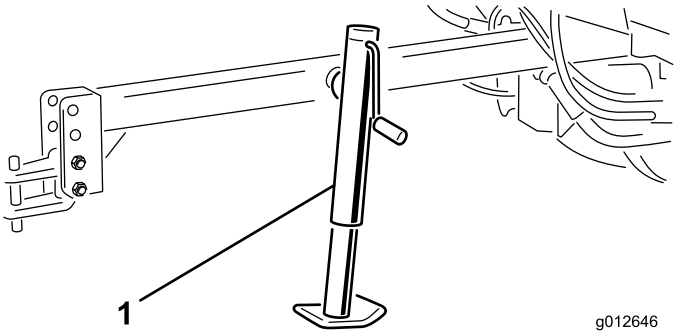

Rysunek 5
1. Wsuń stopę podporową na rurę montażową na dyszlu (Rysunek 5).
2. Wyrównaj otwory w stopie podporowej z otworami w dyszlu i zabezpiecz je za pomocą połączenia sworzniowego (Rysunek 5).
3. W przypadku składowania można usunąć stopę podporową lub obrócić ją do góry i zamocować (Rysunek 5).